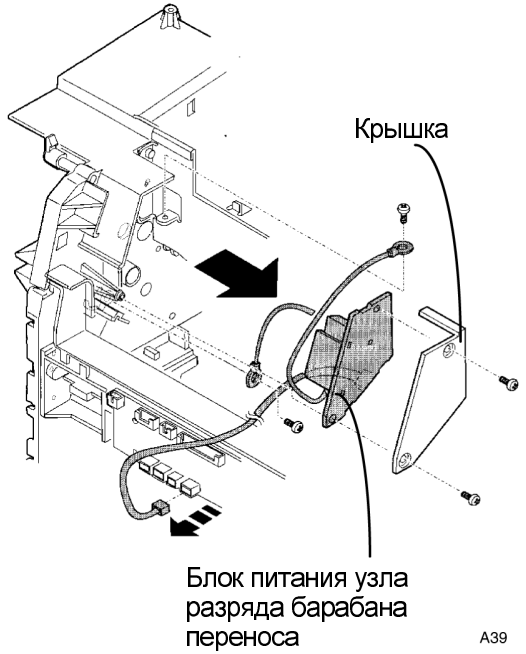

Рисунок 1. Снятие блока питания узла разряда барабана переноса
2. (Рисунок 1): Отсоедините разъем, отверните винты и снимите блок питания узла разряда барабана переноса.